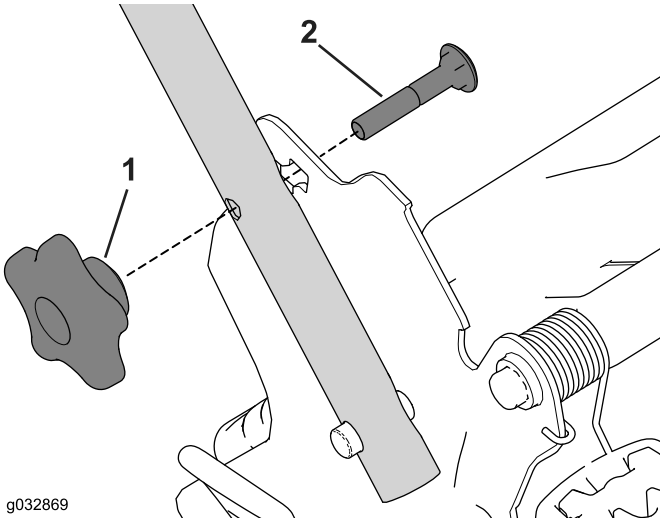

Figura 27
2. Retire y guarde los 2 pomos del manillar y los 2 pernos de cuello cuadrado de los soportes del manillar (Figura 27).